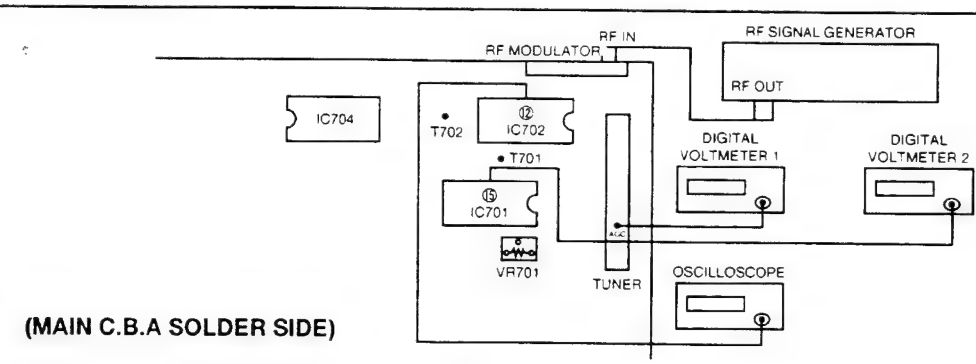

Fig. 3-1-2
a. Connect as shown in Fig. 3-1-2.